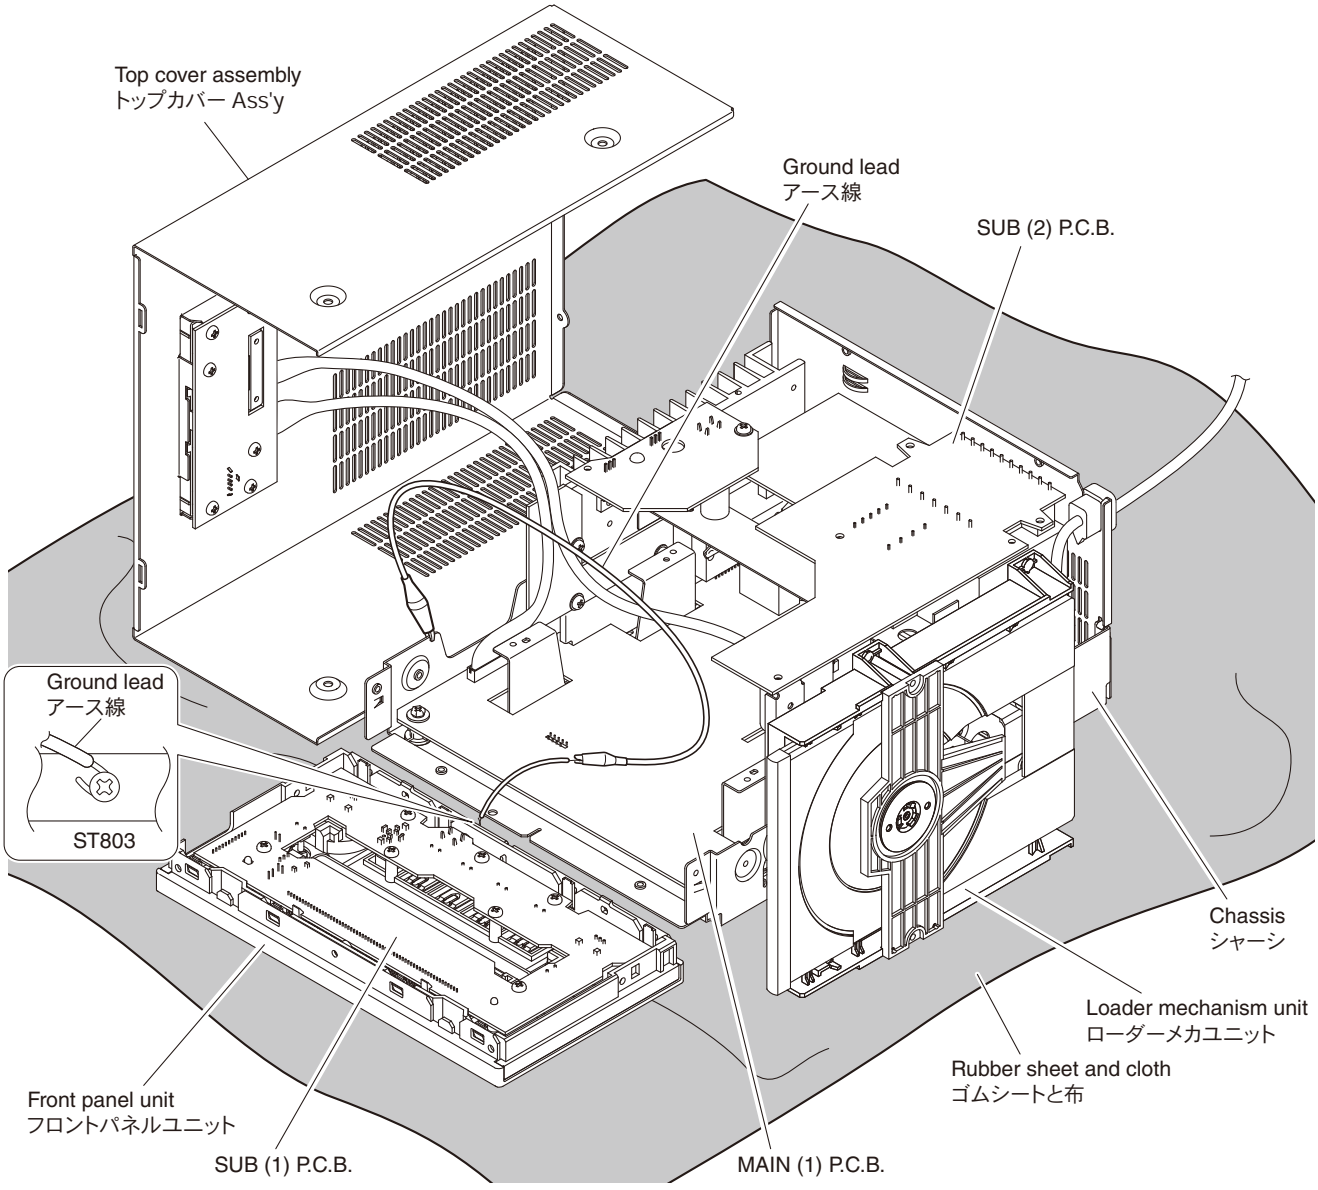

Fig. 3
- Spread the rubber sheet and the cloth. Then place this unit on the cloth and check it. (Fig. 3)
- Connect the ST803 on SUB (1) P.C.B. to the chassis with a ground lead or the like. (Fig. 3)
- ゴムシートと布を敷き、その上に本機を置いてチェックします。（Fig. 3）
- SUB（1）P.C.B. の ST803 をアース線等でシャーシに接続してください。（Fig. 3）